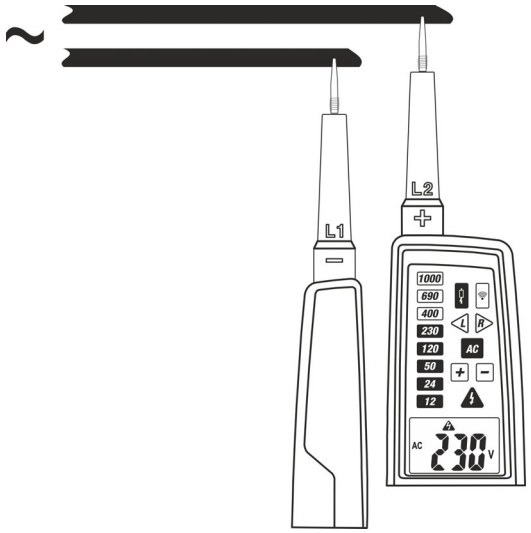

Fig. 6 : Mesure de la Tension CA avec faible impédance
2. Connecter les embouts **L1** et **L2** à la source à tester (voir Fig. 6). La mesure est effectuée **uniquement avec le contact des embouts sur la partie métallique des conducteurs**